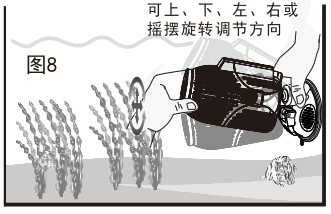

图8
7.吸盘底座与泵体间设有球形的多向调节装置，用手压住吸盘底座并摇动泵体，泵体可分别向上、下、左、右多个方向任意调节一定的角度（如图8），使水泵的出水口朝向不同的方向，以适合不同的水流方向的需要。